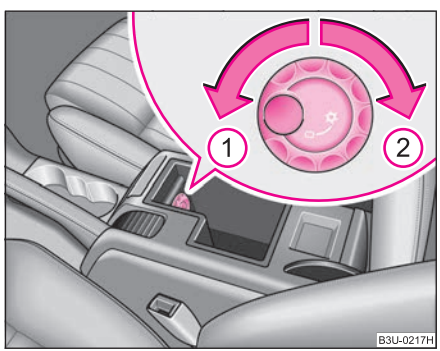

Fig. 104 Storage compartment: Using cooling system
– Turn the rotary switch to the left as far as the end position (1) ⇒ fig. 104.